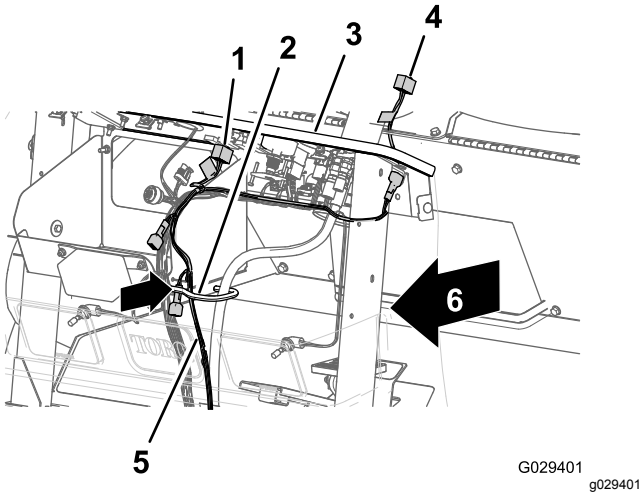

Figur 197
3. Før ledningssatsens instrumentpaneldel på 240 cm gjennom gummitetningen ved åpningen til forover-skilleveggkoblingen og innover til kabelen og slangekroken (Figur 197).